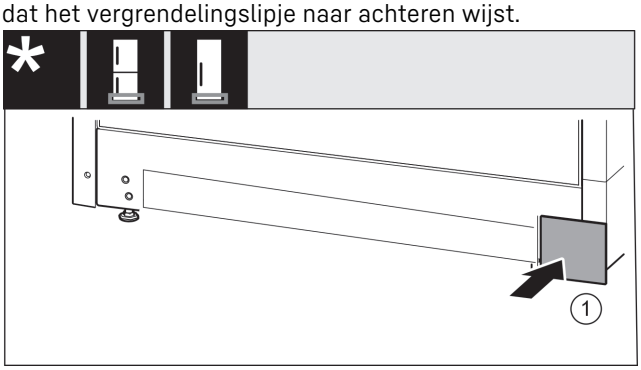

Fig. 18
- ▶ Afdekking *Fig. 18 (1)* van de andere zijde weer er in steken.